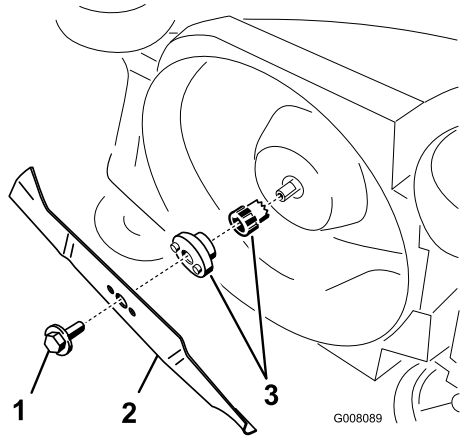

Bild 24
1. Fassen Sie das Ende des Messers mit einem stark wattierten Handschuh oder einem Lappen an (Bild 24).